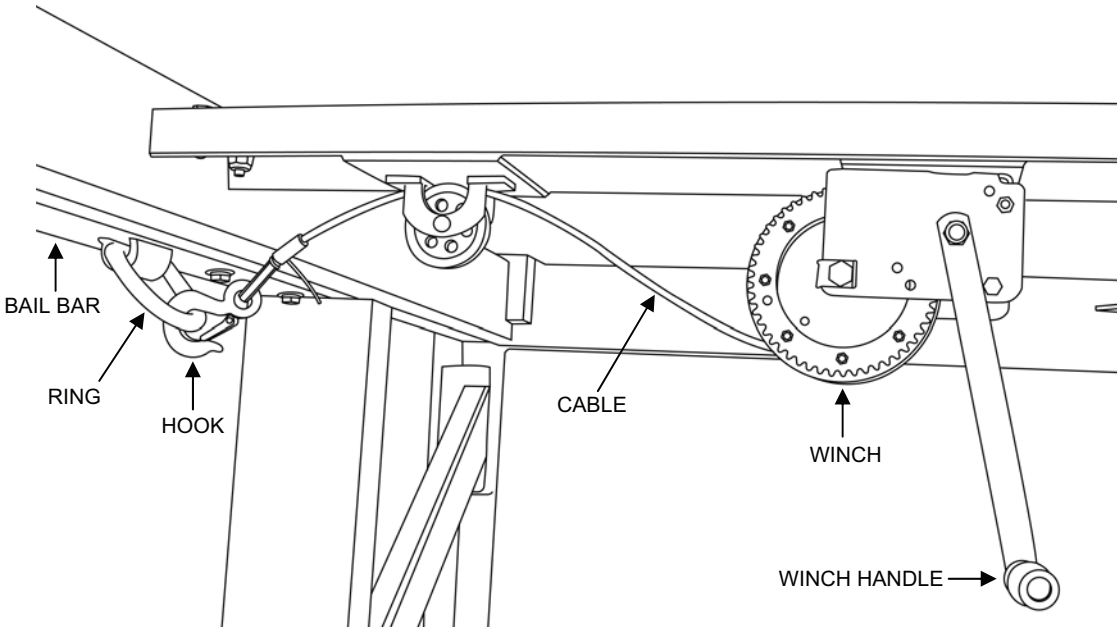

Figure 5. Winch Cable Hook Attached to Bail Bar Ring.
a. Attach the winch cable hook onto the ring near the top of the bail bar (see Figure 5).